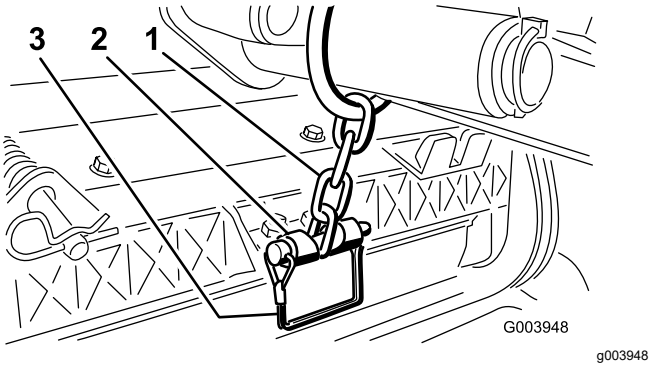

**Figure 12**
14. Fixez la chaîne du bras de levage au support de la chaîne avec la goupille à fermoir (Figure 12).